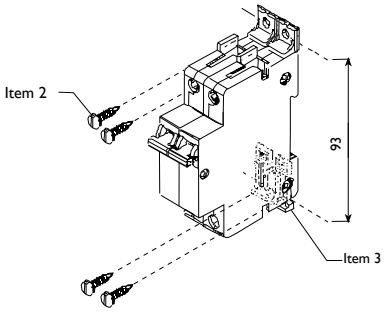

Figure 2
2. Pull down clip-in spring (item 3) to extend position as shown in figure 2 and secure units using self-tapping screws (item 2).